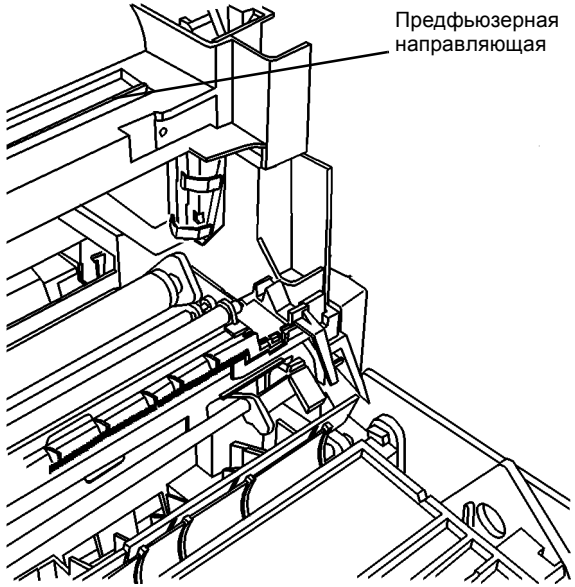

Рисунок 1 Предфьюзерная направляющая
- Почистите полированную предфьюзерную направляющую (Рисунок 1). Эта направляющая находится под модулем фьюзера. Проверьте, что эта направляющая гладкая и не имеет заусенцев. Небольшая зазубрина может привести к локальному размытию изображения, поскольку транспортируемая бумага ударяется о нее и подскакивает. При обнаружении зазубрин и заусенцев постарайтесь удалить их напильником или мелкой шкуркой.